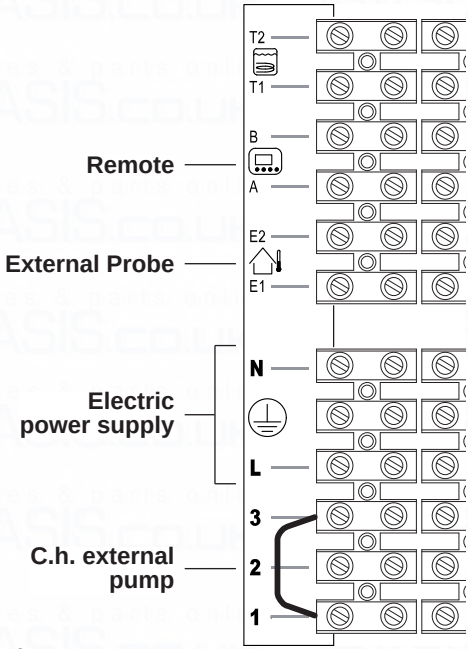
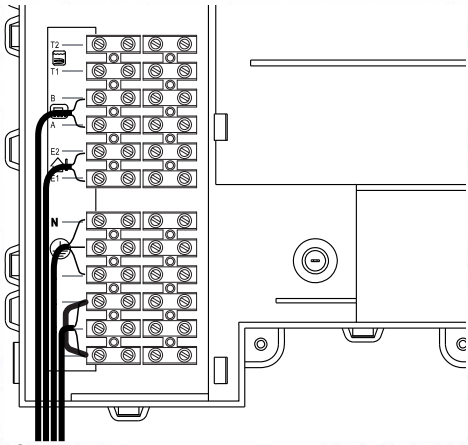

Fig. 6.16
Fig. 6.17
- Connect the electric power supply cable coming from the fused spur isolation switch to the power supply terminal block of the boiler Fig. 6.16 keeping the same connections for the live (brown wire) and the neutral (blue wire). External 3A fuse or fused plug with same current rating is recommended.
The route of the boiler and ambient thermostat's electric power supply cable or wires must follow the route indicated in Fig. 6.17.
Use the clamps indicated in Fig. 6.16 to connect the ambient thermostat.
Use the ambient thermostat's clamps indicated in Fig. 6.16 and Fig. 6.17. to connect the zone valve Insert the electric cables of
the zone valve's micro switch contacts in clamps “1 and 3” of the ambient thermostat's terminal block as in Fig. 6.17.
The route of the external probe's connection wires must follow the route indicated in Fig. 6.17.
The route of the remote control cable must follow the route indicated in Fig. 6.17.